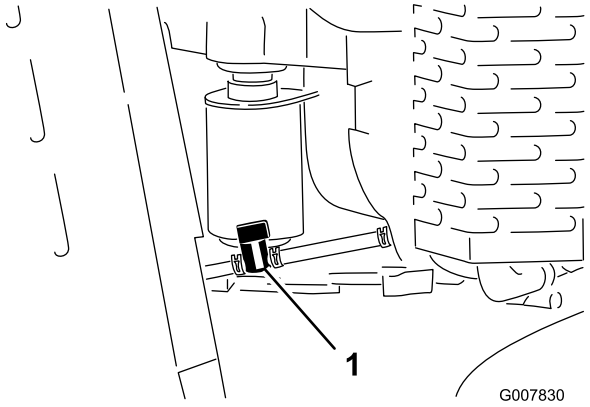

Figur 41
4. Vrid bränslekranen till det stängda läget (Figur 41).
5. Kläm ihop slangklämmans ändar på motorsidan av bränslekranen och flytta den längs bränsleslangen, bort från ventilen (Figur 41).
6. Dra av bränsleslangen från ventilen (Figur 41). Öppna bränslekranen och låt bensinen rinna ut i en bensindunk eller ett avtappningskärl.
3. Vrid bränslekranen till det stängda läget (Figur 41).
7. Vrid bränslekranen till det öppna läget (Figur 41).